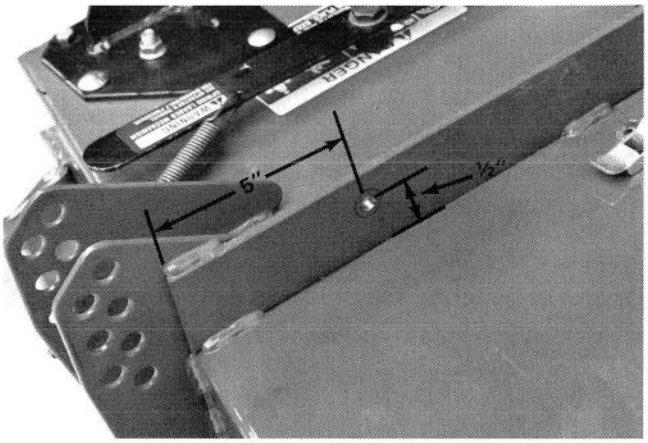

Figure 14
2. Using dimensions shown in figure 14, locate and drill a 11/32" dia. hole in bridge bar.